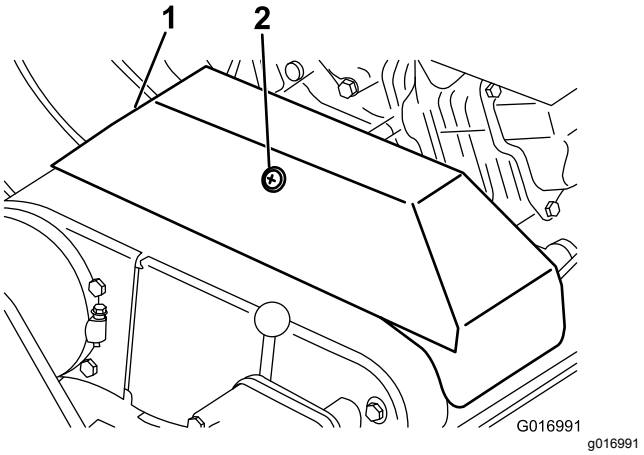

Figur 39
3. Løsne på holderen som fester V-remdekslet, og vri til dekslet åpner seg (Figur 39).